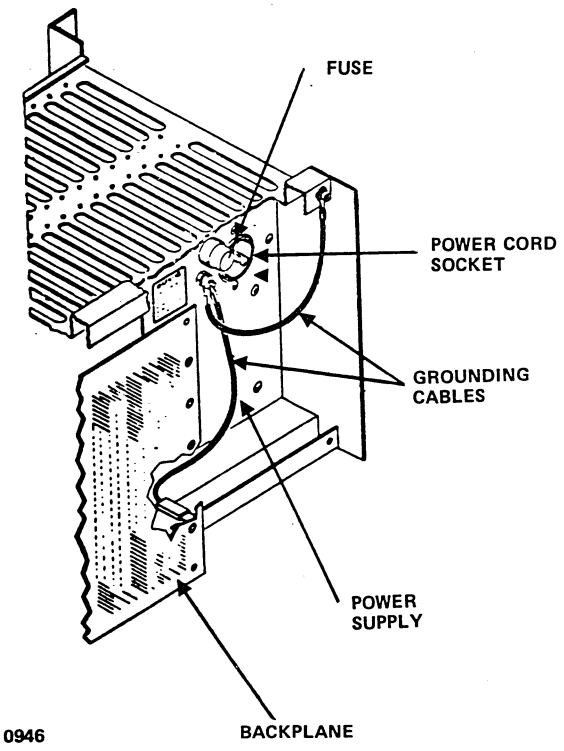

Figure 23-21. Power Cord Connection
2. Attach the cable connector to the receptacle on the formatter power supply (figure 23-21). Align the crescent prongs of the socket with the slits in the plug, push the plug firmly against the backplane, and twist the plug clockwise until it locks into position.